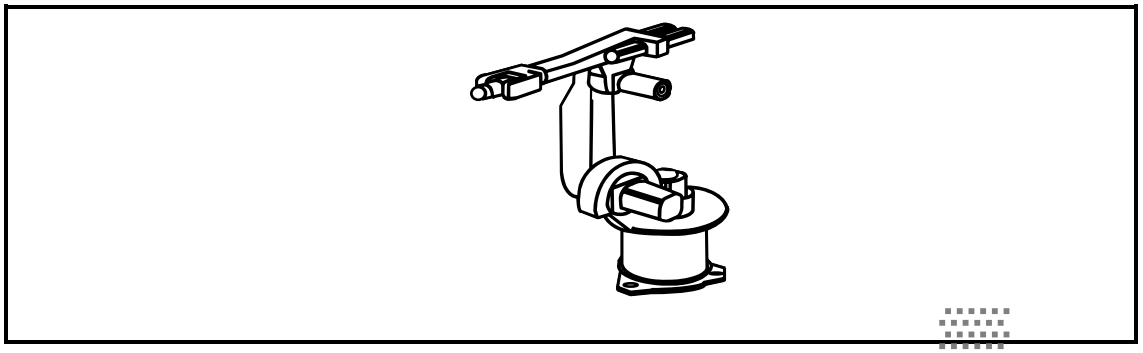

FIGUUR 3
3.4 Teken die bo-aansig en sy-aansig van die werksoppervlakte van die robot wat in FIGUUR 3 hier onder aangetoon word. (2 × 2) (4)